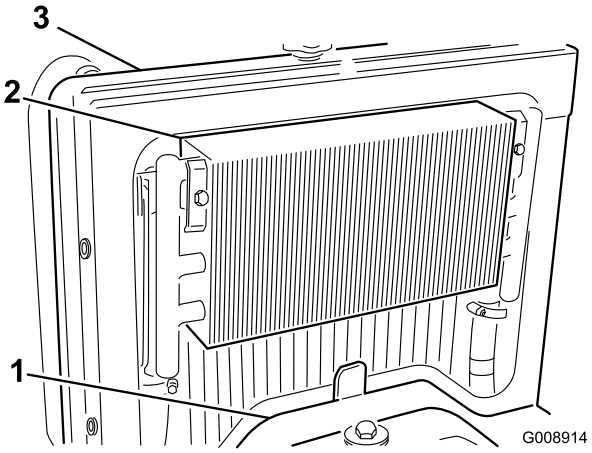

**Figur 69**
3. Fjern adgangspanelet (Figur 69).